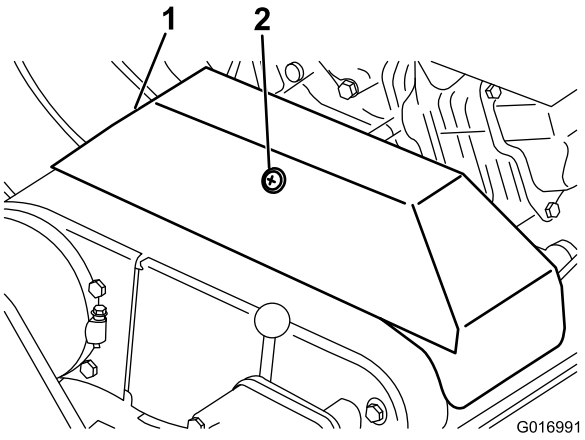

Figur 40
2. Lossa den hållare som håller fast kilremskåpan och öppna kåpan genom att vrida den (Figur 40).